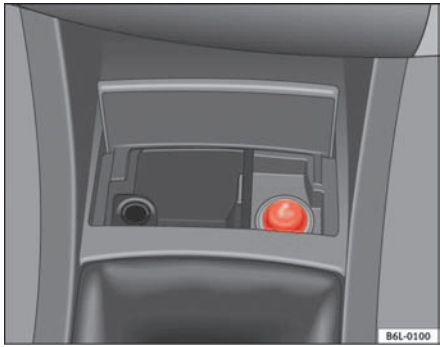

Fig. 81 Cigarette lighter
– Press on the cigarette lighter ⇒ fig. 81 to activate it ⇒ ⚠.